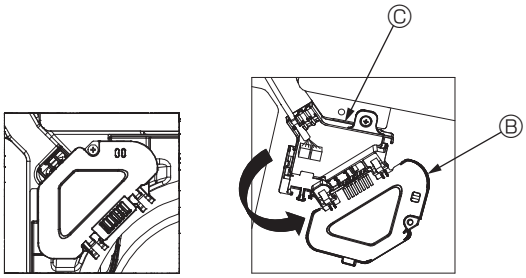

Fig. 7-5
③ Retire el tornillo que sujeta la cubierta de la caja de conexión, y luego abra la cubierta. (Fig. 7-5)
④ Coloque el conector del cable de enlace en la caja de conexión.
⑤ Instale la cubierta de alambre y la cubierta de la caja de conexión.